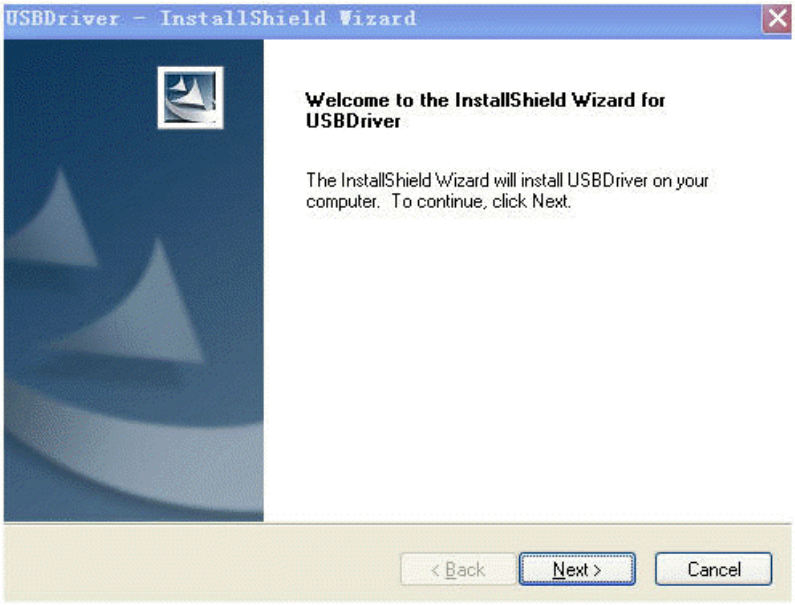

Рисунок 2-20: Установка USB-драйвера
- Двойной щелчок на файле USBDriver для начала установки. Смотрите рисунок 2-20.